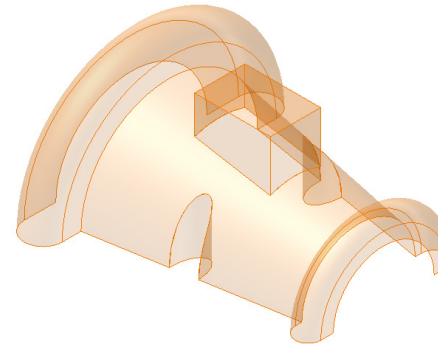

Figure 18-64 *Model after covering the top face of the lofted surface*
14. Select the top edges of the lofted surface and choose **OK** from the **Boundary Patch** dialog box; a boundary patch covering the top of the lofted surface is created, see Figure 18-64.